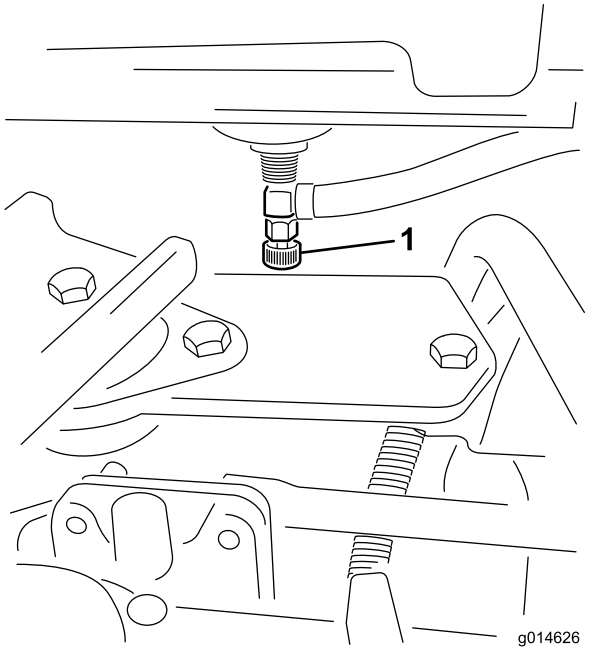

Figur 47
1. Luk brændstofafbryderventilen (Figur 47) under brændstoftanken.